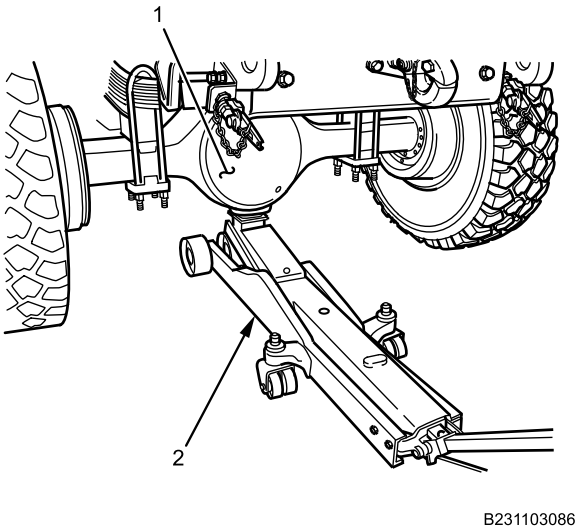

Figure 31. 20-Ton Floor Jack.
25. Using 20-ton floor jack (Figure 31, Item 2) slowly lower vehicle from rear axle assembly (Figure 31, Item 1) until rear tires are completely on ground.